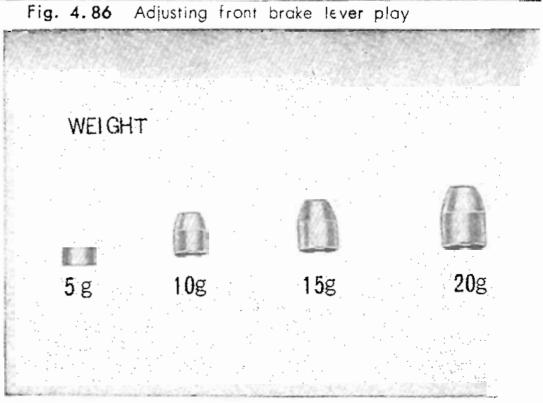

Fig. 4.87 Balance weight
(1) Raise the front wheel off the ground and revolve the wheel slowly and allow the wheel to stop naturally.
(2) Attach an appropriate weight on the spoke nipple which is at the highest point. (4 different weights are available) **(Fig. 4.87)**
(3) Repeat this operation until the balance weight no longer stops in the same position.
(4) When the balancing is completed, fasten the weight securely.